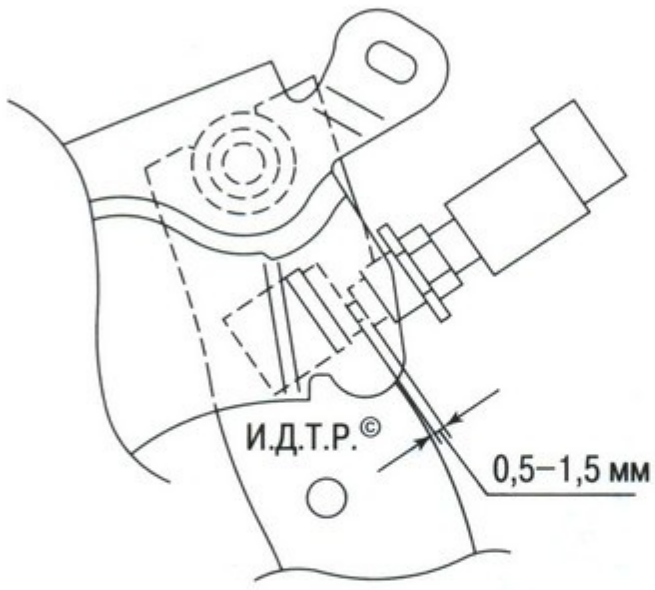

Рис. 6.7. Регулировка зазора датчика выключения сцепления
11. Отрегулируйте зазор датчика выключения сцепления (рис. 6.7). Зазор между упорной площадкой педали сцепления и торцом датчика должен составлять 0,5–1,5 мм.